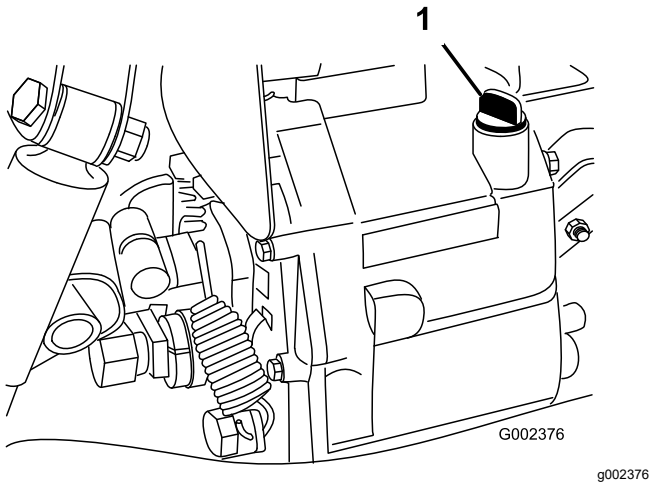

**Figur 19**
2. Gör rent området kring oljestickan (Figur 19).